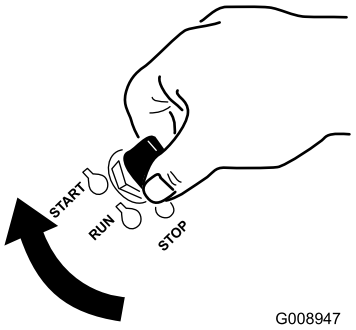

Figur 18
7. Vri tenningsnøkkelen til stillingen Start (Figur 18). Slipp nøkkelen straks motoren starter.